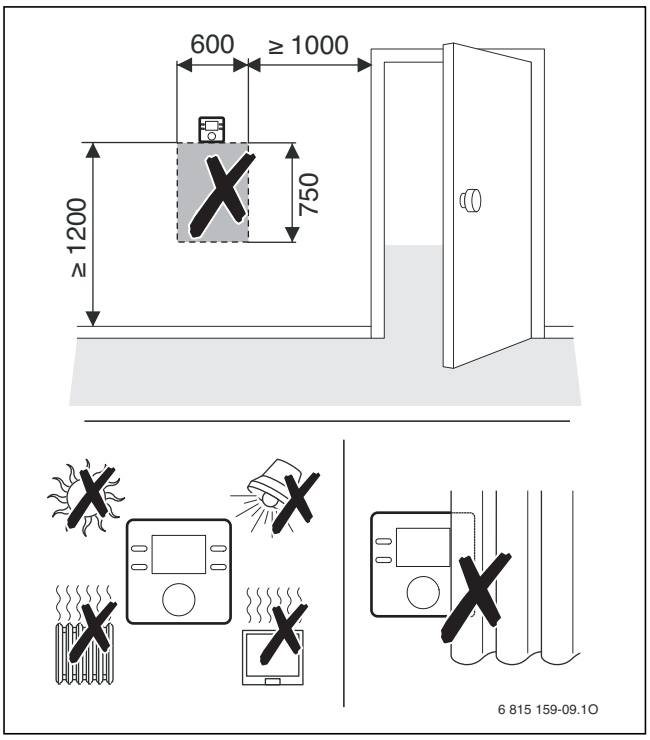

Bild 61 Position der Bedieneinheit oder des externen Raumtemperaturfühlers im Referenzraum (Maße in mm)
▶ Bedieneinheiten für die raumtemperaturgeführte Regelung im Referenzraum installieren (→ Bild 61).